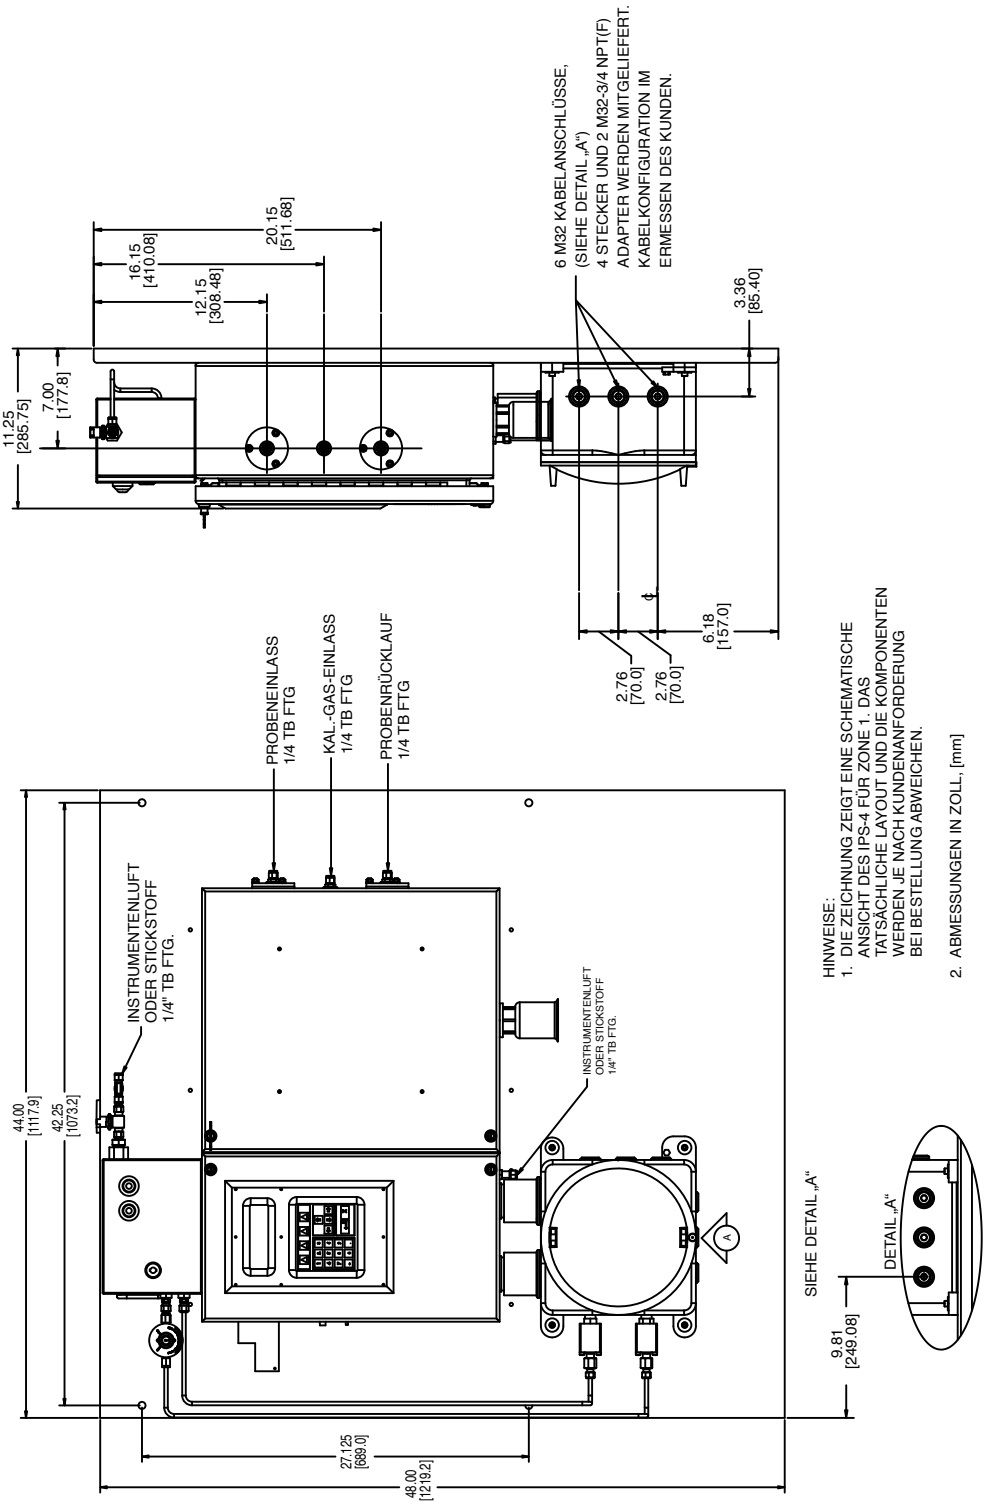

Abbildung 4-1. Montagedetails zum Analysator, nur Beispiel.
Minimal zulässige Abstände (wenn möglich, zusätzlichen Platz für einen ausreichenden Zugang zur Wartung des Analysators vorsehen): Siehe Abbildung 4.1 und 4.2:
Abbildung 4-1 zeigt ein Beispiel für ein Analysator-Layout. Montagekonfiguration und Layout Ihres Analysators können davon abweichen. Beziehen Sie sich auf die kundenspezifische Zeichnungen im Dokumentenpaket, das mit dem Analysator mitgeliefert wird.
2. Stellen Sie die Verbindungen am Analysator her. Siehe Abbildung 4-1.